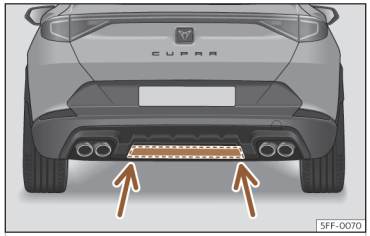

Fig. 79 Zona de detección del sensor inferior
- Si el portón trasero no se abre, repita el procedimiento transcurridos algunos segundos. Posiblemente no ha alcanzado la zona de detección del sensor inferior ››› fig. 79.